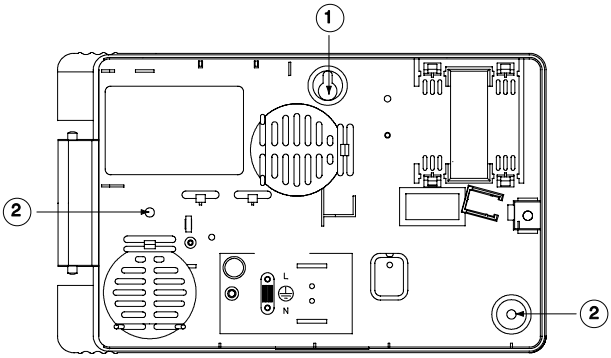

Fig. 5. Monteringshuller
4. Hold boksen op mod væggen og markér placering af nøglehullet (1 på fig. 5).
7. Markér placeringen af de andre monteringshuller på væggen (2 på fig. 5).